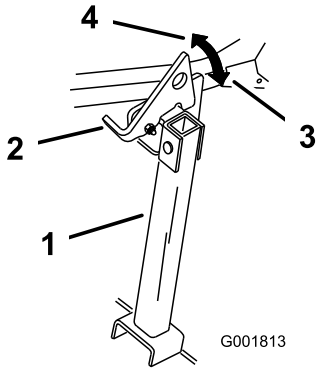

Figur 35
2. Løft klinken til ulåst position (Figur 35).